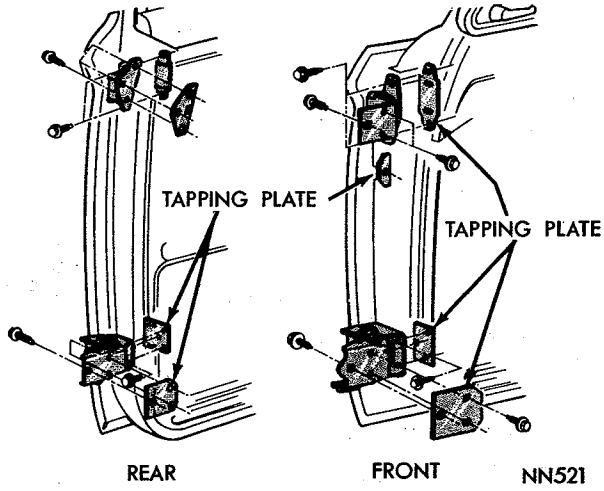

*Fig. 31—Door Hinge Attachment—Valiant*
(1) With rear door fully closed and front door open, scribe location of both the upper and lower hinges on frame of door (Figs. 31, 32 and 33).
The door hinges (Figs. 31, 32, 33 and 34) are attached to the doors by screws accessible from outside. The front door hinges are each attached to the "A" post by three screws.